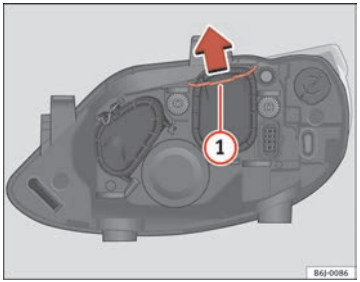

Fig. 132 Dipped beam headlights
– Remove the loop ⇒ fig. 132 (1) in the direction of the arrow and remove the cover.